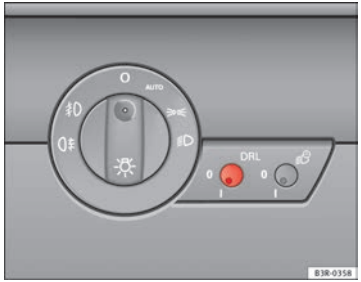

Abb. 87 Schalter Tagfahrlicht
– Drücken Sie kurz auf den Knopf ⇒ Abb. 87, um ihn aus seiner Position auszurasten.